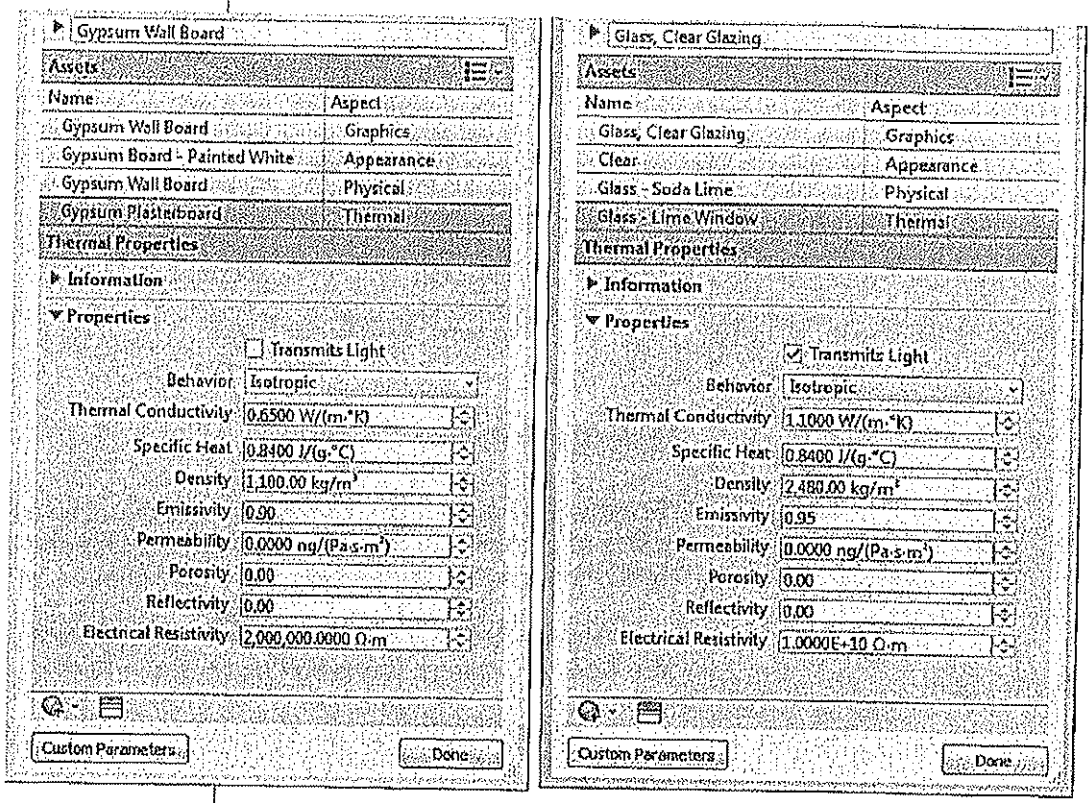

Figure 7–2
- Materials have Thermal Properties, as shown in Figure 7–2, which can be used for analysis in an Autodesk Revit MEP project or when exported to GBxml. These need to be set up in the architectural model.
After adding spaces and zones you need to take more steps to prepare the entire project for analysis, including **Energy Analysis Settings** and **Building/Space Type Settings**. These settings can be as detailed as the opening and closing time of a retail building type as shown in Figure 7–3.